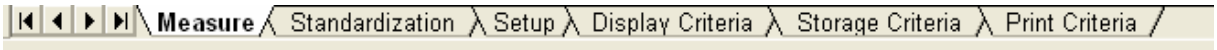

Figure 32 : Channel related tabs
5. Click any of the tabs shown in the bottom of the workspace to switch to other screens (such as standardization, setup etc) of the selected parameter. (Figure 32).
6. Click any of the tabs shown in the bottom of the workspace to switch to other screens of the selected channel/parameters (Figure 32).